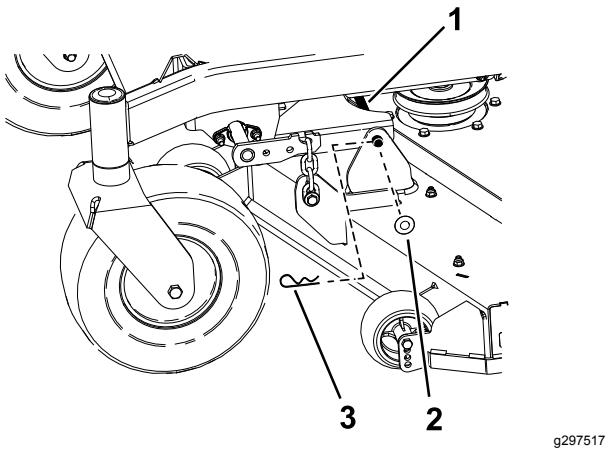

Figur 75
6. Fjern låseclipsen og spændeskiven, der fastgør kædebolten på rammen og skjoldet, og fjern kædestangen (Figur 75).
9. Sæt kædebolten fast med låseclipsene og spændeskiverne, du fjernede tidligere (Figur 75).